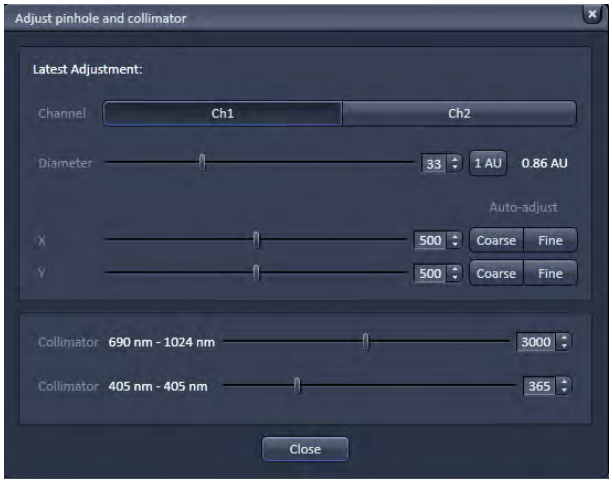

Fig. 269 Adjust Pinhole panel
- Click on the **Adjust Pinhole** tab to open the **Pinhole configuration** panel (Fig. 269). Click on **Close** to leave the panel.
You can set the pinhole diameter of the LSM using the Diameter slider, scroll arrows or the input box (Fig. 269). The display of the input box gives the diameter in µm. The Pinhole diameter in Airy units is calculated automatically and displayed beside the input box. The **1 AU** button allows you to set the pinhole size to 1 Airy unit by just clicking on it. Set the desired pinhole diameter using the slider, the scroll arrows or type into the input box.